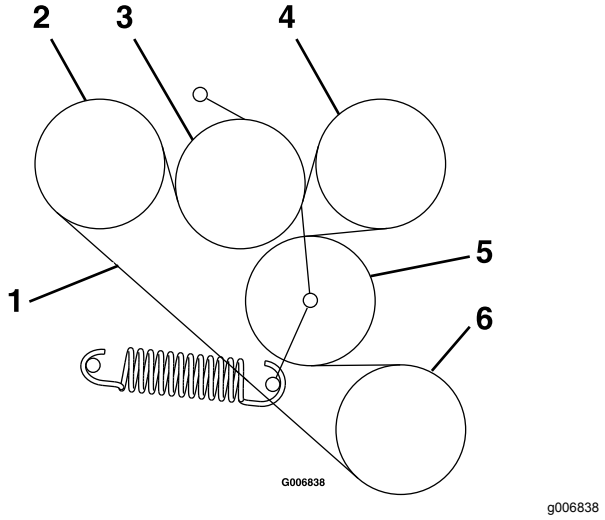

**Figure 57**
6. Acheminez la courroie neuve sur les poulies comme montré sur l'autocollant situé au dos de la protection d'entraînement gauche (Figure 57).